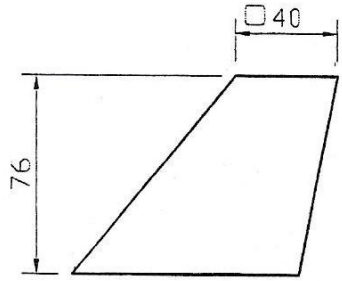

FIG. 2
Sample exercises - Figure 1, Figure 2 and Figure 3.
2. Shown in Fig. 2 is the elevation and plan of a rectangle to square hopper. Draw the views given and from them develop the full pattern, placing the seam on the shortest side. Scale: full size.